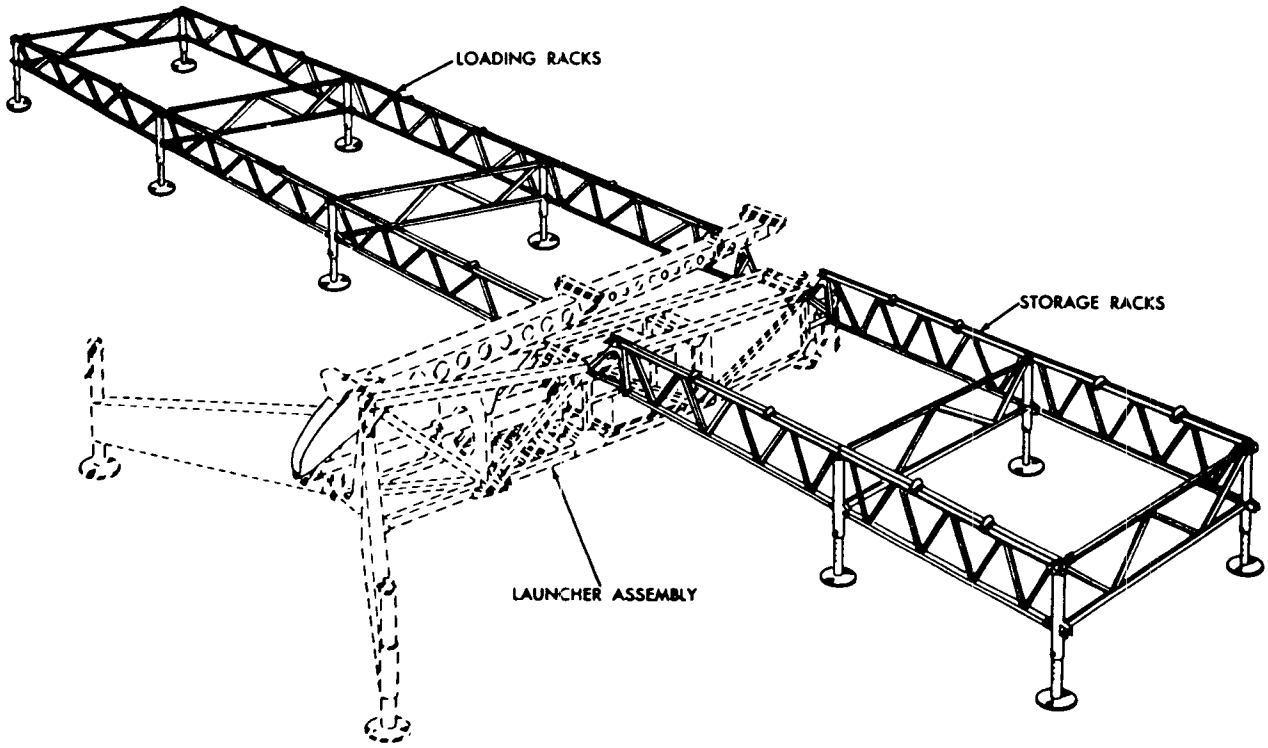

*Figure 52. Launcher-loader assembly.*
(fig. 52)
*a. Description.* Each launcher-loader assembly includes a launcher and five sections of loading racks. Three sections of the racks are joined together on the left side of the launcher to be used for storing missile-booster combinations. The other two sections are joined together on the right side of the launcher to be used for storing empty launching and transporting rails or rejected rounds until they are removed. Each launcher-loader assembly has facilities for accommodating four rounds, one on the launcher erecting arm, and one at each of three missile-testing stations on the loading racks to the left of the launcher. Additional sections of rack may be added if necessary. The assembly is equipped with the electric and hydraulic equipment needed to conduct necessary prefiring missile tests and to erect the round for firing. Signal circuits, control circuits, and a two-way voice communication system are provided between each launcher-loader assembly and its associated launching section. The components of the launcher-loader assembly are shown in figure 52.